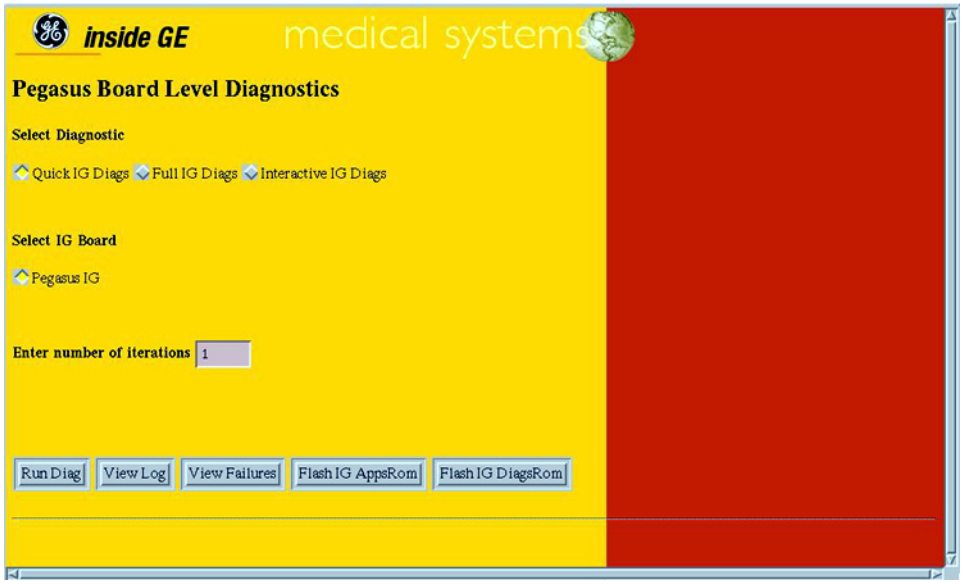

Figure 5-152 IG Board Level Diagnostic Screen
3.) Within the Diagnostic TAB, select the `IG Diagnostic` ICON in the file list menu on the left, by clicking on it. The **IG** Board level Diagnostic screen appears. (See Figure 5-152)